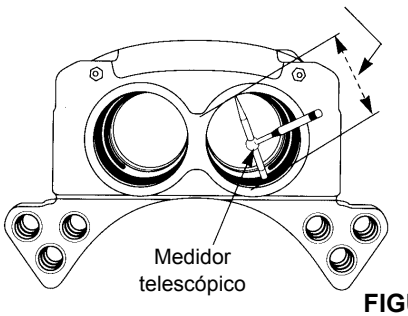

FIGURA 8-23
3. Meça o diâmetro do furo da carcaça. Substitua a carcaça se o desgaste do diâmetro for superior a 3.003 pol. (76,276 mm) . Consulte Figura 8-23.